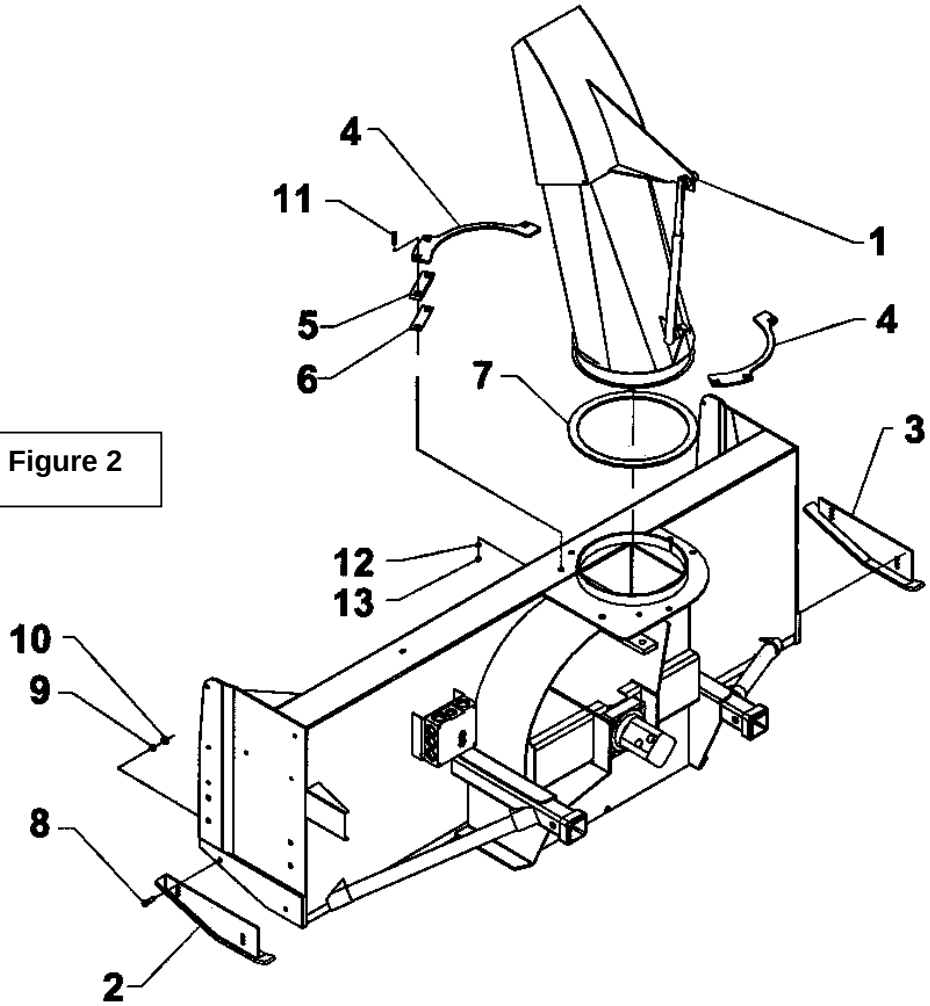

Figure 2
### *Installation de la Chute et des Patins pour H76 (Figure 2)*
2. Installer les patins (items 2-3). Fixer à l'aide de deux boulons à carrosserie 3/8"NC x 1 1/4" (item 8), rondelle de blocage 3/8" et écrou hex. 3/8" (items 12-10).
**NOTE:** Faire attention de bien mettre le patin gauche du côté gauche et le droit du côté droit. La partie la plus large du patin doit être à l'intérieur de la souffleuse (voir fig. 2).
4. Placer l'anneau de rotation (item 7) sur l'ouverture de la souffleuse.
5. Placer la chute (item 1) par-dessus l'anneau et fixer en place avec les espaceurs (items 5-6) et les deux plaques de retenue (item 4). Bloquer à l'aide de six boulons à carrosserie 1/2" NC x 1 3/4" (item 11), rondelles de blocage 1/2" et écrous hex. 1/2" NC (items 12-13).